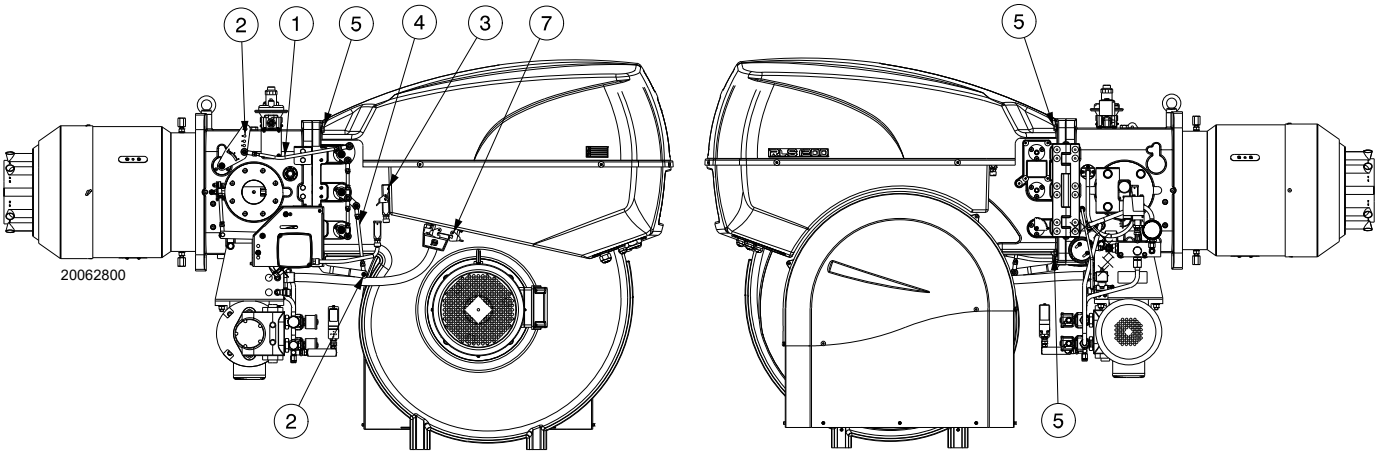

Fig. 43
- ➤ Quitar los tirantes 1) y 4)(Fig. 43) de la palanca de movimiento del cabezal y apertura de los registros, aflojando la tuerca 2);